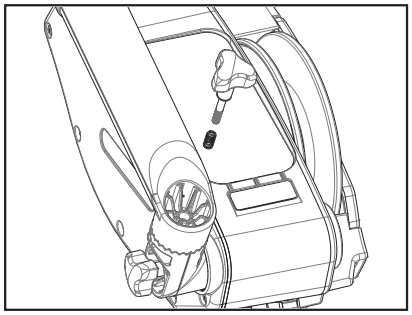

Figure 16
2. Fasten rod holder to rod holder elbow using supplied spring and knob. (Figure 16)
3. Repeat the above steps for the other side if (2) rod holders are to be mounted.